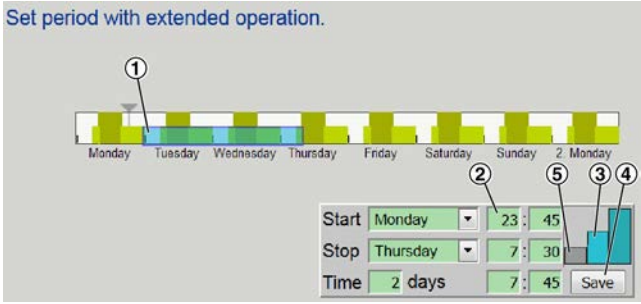

Fig. 48: Paramétrage du fonctionnement prolongé
L'écran *« Fonctionnement prolongé »* (Voir la Fig. 48) permet d'écraser la vitesse réglée du ventilateur dans le cadre du programme hebdomadaire actuel. La fonction de forçage débute et s'arrête automatiquement aux heures définies ici. La période de forçage maximale est de 7 jours.
2. Cliquer sur la zone blanche dans l'affichage de la semaine (Voir la Fig. 48/1).
3. Régler les heures de début et de fin requises (Voir la Fig. 48/2) du fonctionnement prolongé.
4. Cliquer sur le rectangle bleu clair pour une vitesse de ventilateur lente ou sur le rectangle bleu foncé pour une vitesse de ventilateur rapide (Voir la Fig. 48/3).
5. Cliquer sur *« Enregistrer »* (Voir la Fig. 48/4).
> *Pour arrêter le fonctionnement prolongé, cliquer sur le rectangle gris (Voir la Fig. 48/5).*